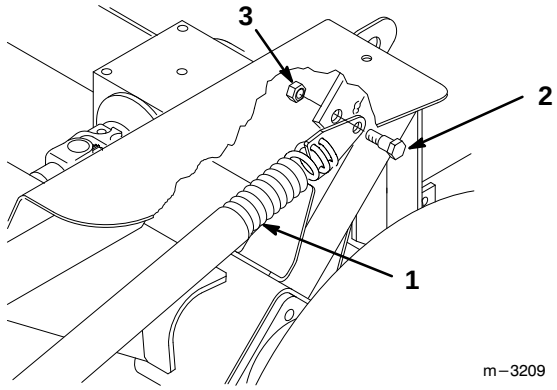

Figure 4
1. Secure spring end plate assembly to traction unit with 3/8” x 7/8” (23 mm) shoulder bolt and 3/8” locknut (Fig. 4).